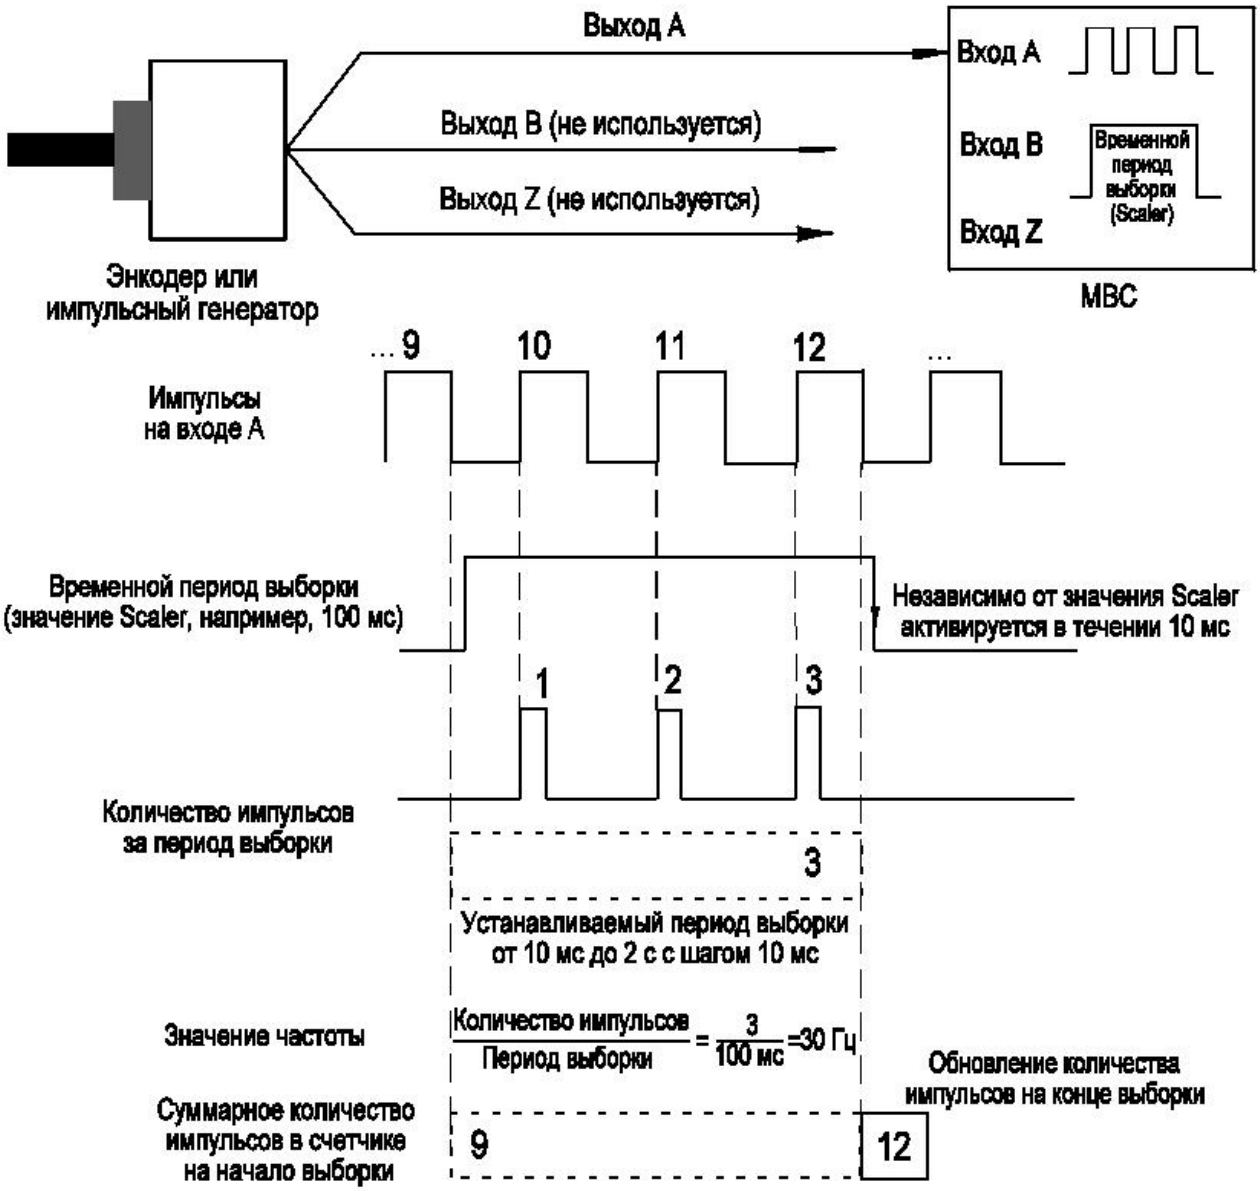

Рисунок 1.6 − Формирование регистра переменной в режиме определения частоты
1.4.9 В режиме измерения частоты (см. рисунок 1.6) модуль считает входящие импульсы по выходу А в течение «периода выборки» - заданного пользователем временного интервала (регистр SCALER).